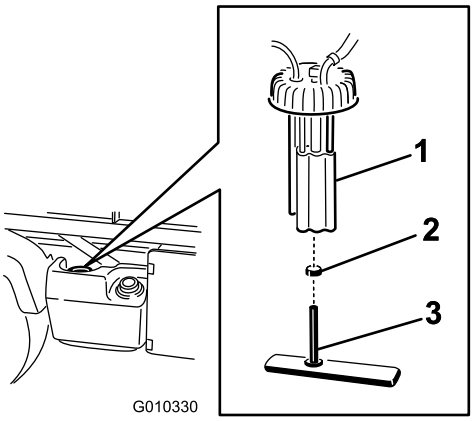

Figura 50
2. Desligue os conectores da cablagem da bomba de combustível (Figura 50).
3. Desaperte a braçadeira do tubo e desligue o tubo de combustível da tampa da bomba de combustível (Figura 50).
4. Desaperte a tampa da bomba de combustível da parte superior do depósito de combustível (Figura 50).
5. Retire o conjunto da bomba de combustível e filtro de combustível do depósito (Figura 50).
6. Retire a braçadeira que fixa o filtro de combustível à união da bomba de combustível. Retire o tubo da união (Figura 50).